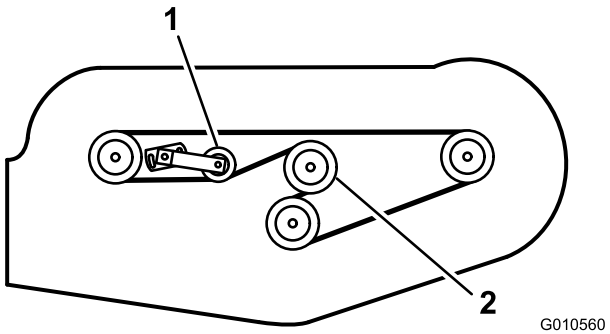

**Figure 31**
6. Acheminez la nouvelle courroie autour de la poulie du boîtier d'engrenages, des poulies d'axe, de la poulie de tension fixe et de la poulie de tension réglable (Figure 31).